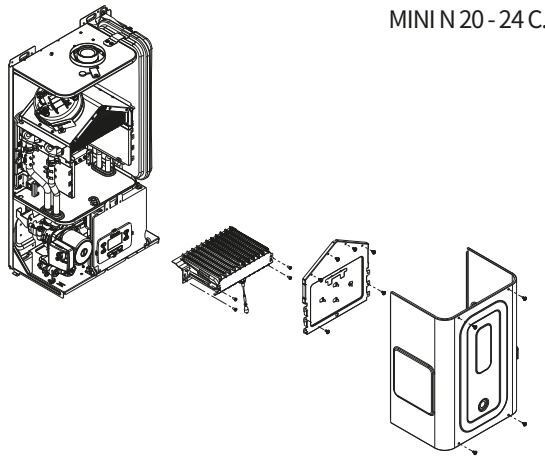

Fig. 18
- 松开燃烧器固定螺丝，取下燃烧器及点火线 (Fig.18)；